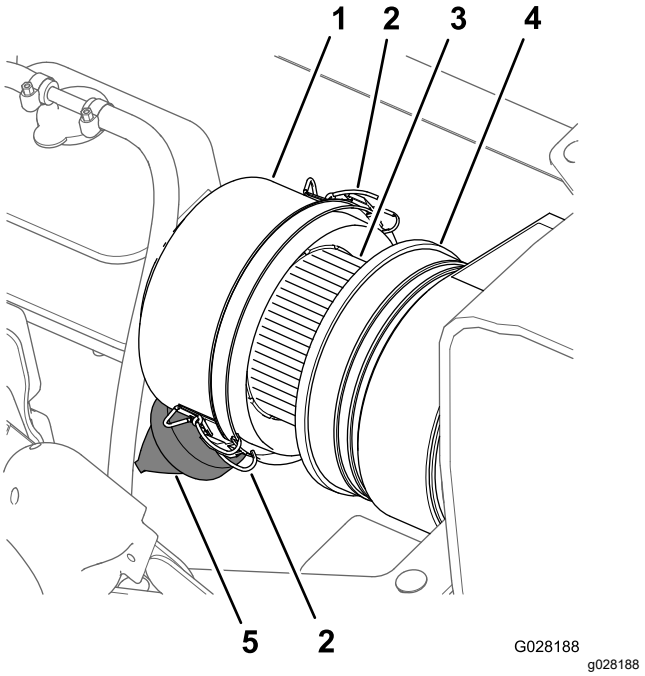

Figuur 73
3. Veeg de stofkap en het luchtfilterhuis schoon (Figuur 73).
4. Controleer de luchtfilterbehuizing op schade die een luchtlek kan veroorzaken (Figuur 73).
5. Knijp in de stofklep zodat vuil en stof eraf valt (Figuur 73).
7. Controleer het luchtfilterelement op overmatige opstapeling van vuil en stof (Figuur 73).
8. Monteer de stofkap op het luchtfilterhuis en bevestig de kap met de 2 grendels (Figuur 73).
2. Veeg de stofkap en het luchtfilterhuis schoon (Figuur 73).
6. Veeg de binnenkant van de stofkap, het luchtfilterhuis en de stofklep schoon met een vochtige doek (Figuur 73 en Figuur 74).